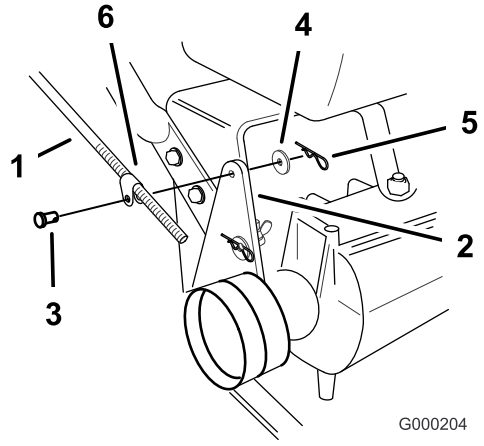

Figura 17
1. Retire el pasador de horquilla, la arandela y el pasador que sujetan el acoplamiento de la varilla de control al soporte de la polea tensora (Figura 17).